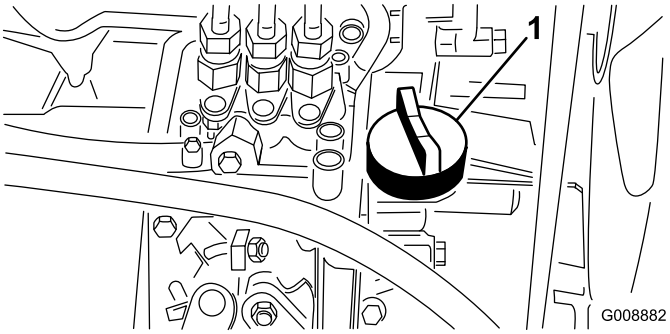

Figur 38
4. Hvis oliestanden er lav, skal du fjerne oliepåfyldningsdækslet (Figur 38) og gradvist fylde små mængder olie på og ofte kontrollere oliestanden, indtil den når FULL-mærket på målepinden.